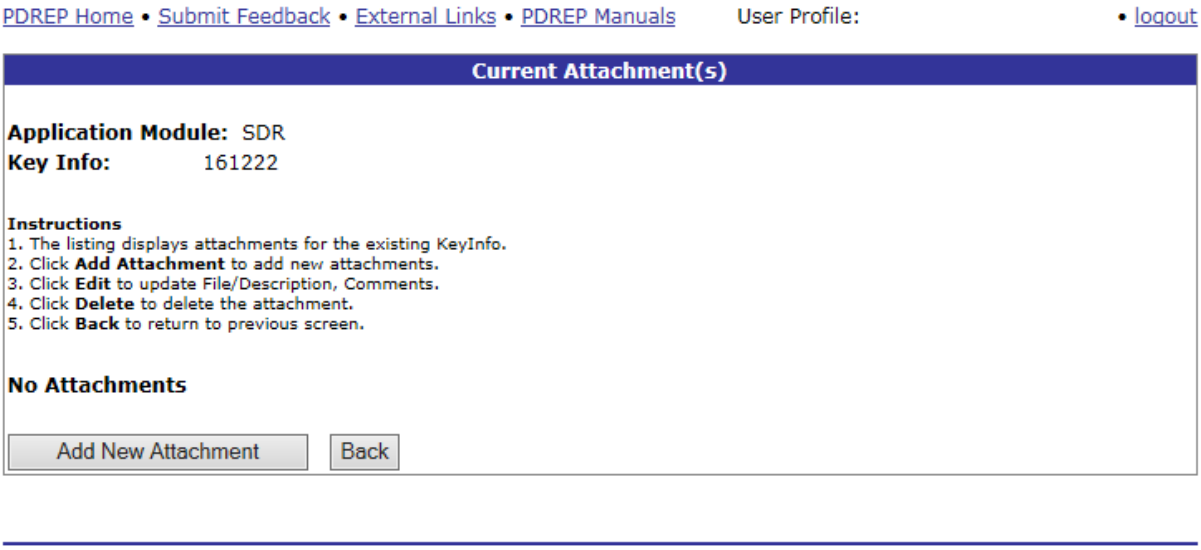

Figure 3.16
13. Once select Figure 3.16 will be displayed, select Add Attachment.
19. Once SDR is sent block 3 cannot be modify until Action Point returns SDR to Originator. See figure 3.16.